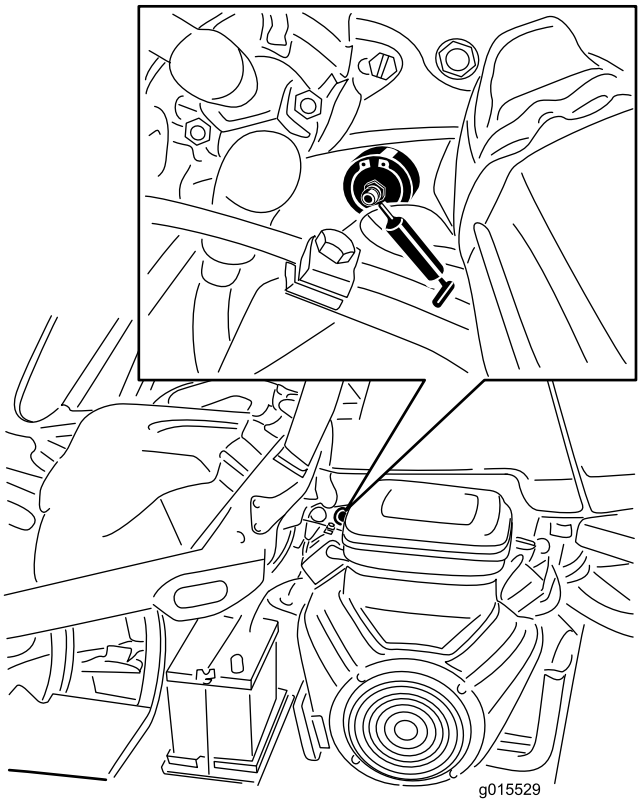

Figuur 40
1. Veeg de smeernippel schoon zodat er geen ongerechtigheden kunnen binnendringen in het lager of de lagerbus (Figuur 40).